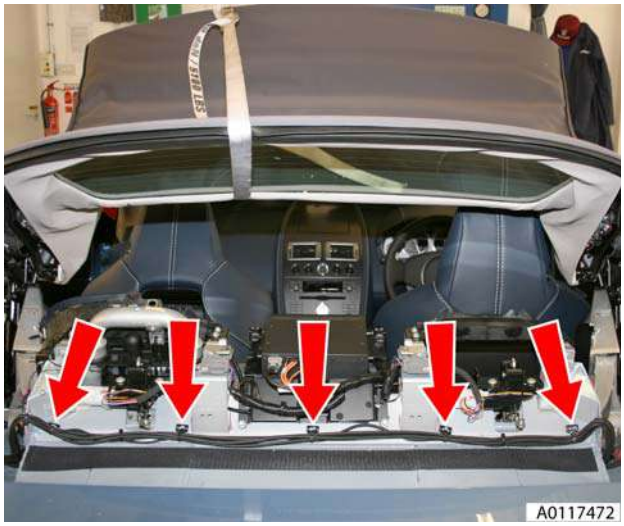

Figure 4
10. Remove harness/pipe retaining clips (x9) behind ROPS units (see Figure 4).